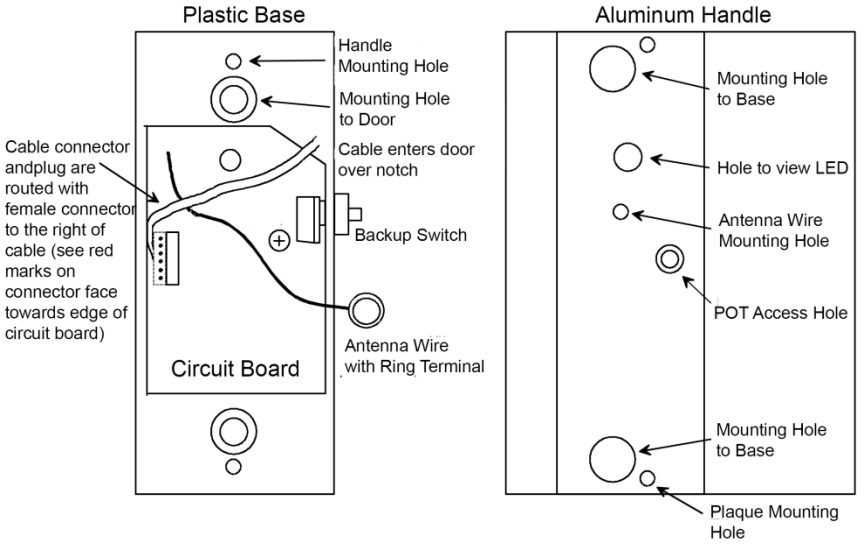

Figure 2. Plastic Base and Handle Detail
1. ROUTE the cable connector across the circuit board and PLUG into the corresponding connector on the board (see Figure 2, “Plastic Base and Handle Detail”).
NOTE 1: The sensor board has a potentiometer which is accessible through a "pot access hole" from the top of the aluminum handle before the plaque has been installed (see Figure 2). The potentiometer increases sensitivity when turned clockwise and decreases it when turned counterclockwise. An LED on the sensor circuit board, also visible through an access hole in the aluminum handle (see Figure 2), "follows" the sensor. It is on when the sensor is releasing the door.